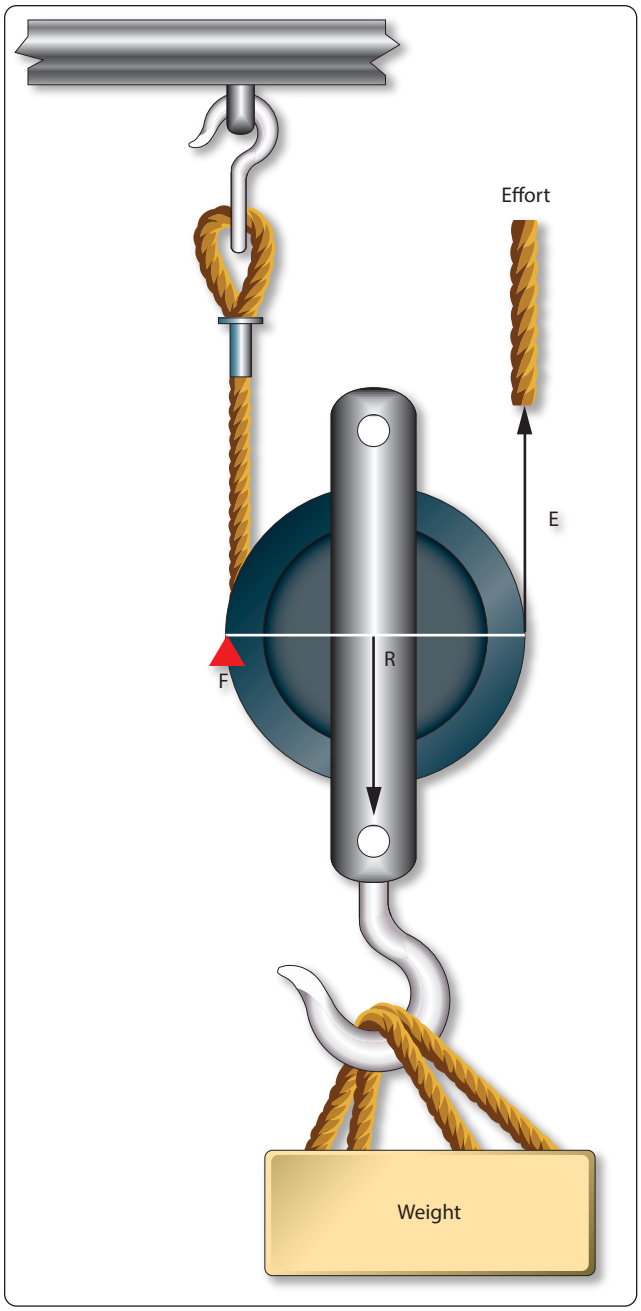

Figure 5-11. *Single movable pulley.*
A single pulley can be used to magnify the force exerted. In *Figure 5-11*, the pulley is movable, and both ropes extending up from the pulley are sharing in the support of the weight. This single, movable pulley will act like a second class lever. The effort arm (EF) being the diameter of this pulley and the resistance arm (FR) being the radius of this pulley. This type of pulley would have a mechanical advantage of two because the diameter of the pulley is double the radius of the pulley. In use, if someone pulled in 4 ft of the effort rope, the weight would only rise off the floor 2 ft. If the weight was 100 lb, the effort